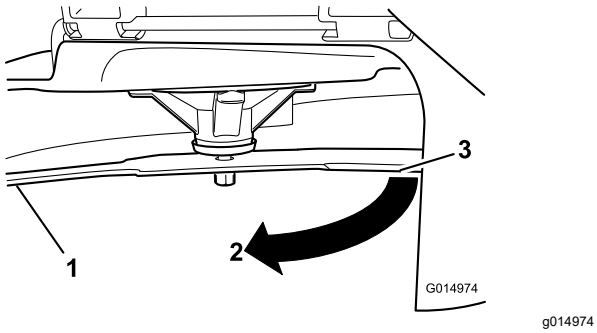

Figur 105
3. Målt avstand mellom blad og overflate (A)
4. Roter den samme kniven 180 grader så den motsatte kniveggen nå er i samme stilling (Figur 105).